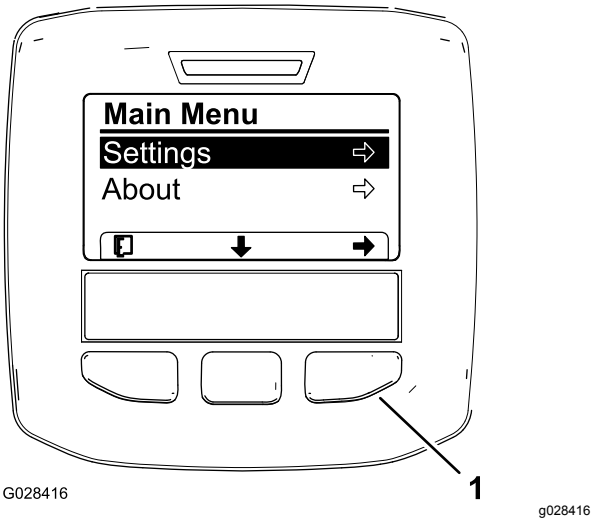
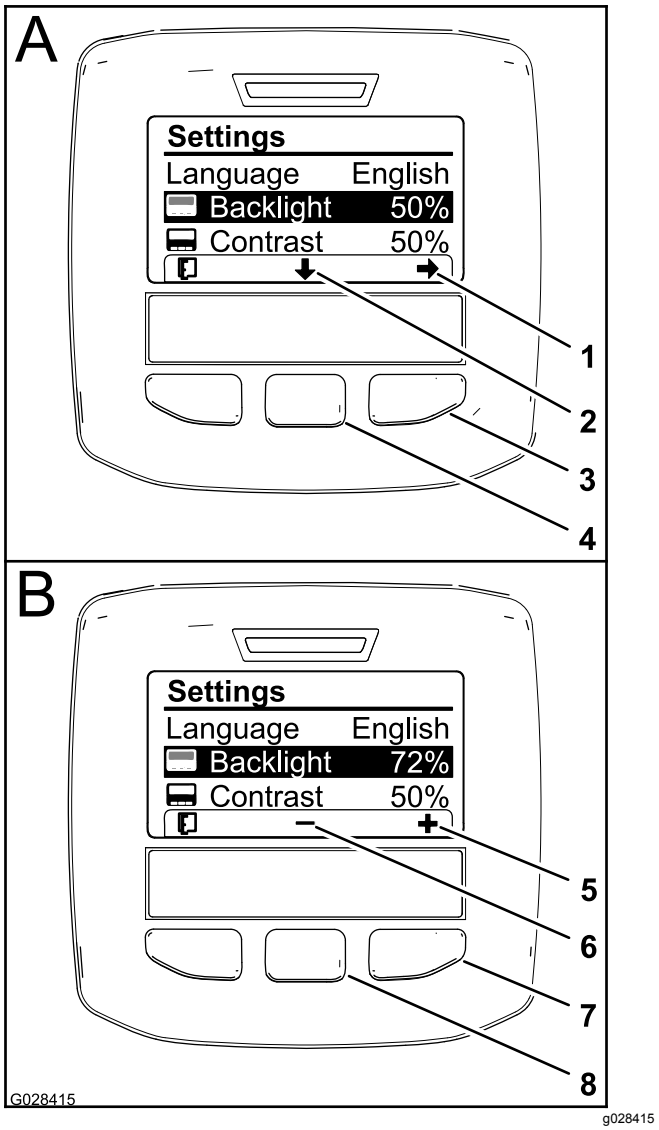

Figur 20
Figur 22
3. Tryk på den midterste valgknap for at få vist hovedmenuen (Figur 20).
5. Tryk på den venstre valgknap for at gemme dine valg, afslutte menuen Indstillinger og vende tilbage til hovedmenuen (Figur 20).
2. Juster baggrundslyset for skærmen ved at trykke på den midterste valgknap (knappen under ikonet for nedpilen på skærmen) for at flytte den valgte indstilling ned til indstillingen Baggrundsbelysning (Figur 22).
3. Tryk på den højre valgknap for at få vist genvejen for værdijustering (Figur 22).
4. Brug den midterste valgknap og den højre valgknap til at ændre skærmens lysstyrkeniveau (Figur 22).
afslutte menuen Baggrundsbelysning og vende tilbage til menuen Indstillinger (Figur 22).
6. Juster kontrastniveauet for skærmen ved at trykke på den midterste valgknap (knappen under ikonet for nedpilen på skærmen) for at flytte den valgte indstilling ned til indstillingen Kontrast (Figur 22).
7. Tryk på den højre valgknap for at få vist genvejen for værdijustering (Figur 22).
8. Tryk på den venstre valgknap (knappen under listeikonet på skærmen) for at gemme dit valg, afslutte menuen Kontrast og vende tilbage til menuen Indstillinger (Figur 22).
9. Tryk på den venstre valgknap for at afslutte menuen Indstillinger og vende tilbage til hovedmenuen (Figur 22 og Figur 20).
10. Tryk på den venstre valgknap for at vende tilbage til startskærmen (Figur 22).